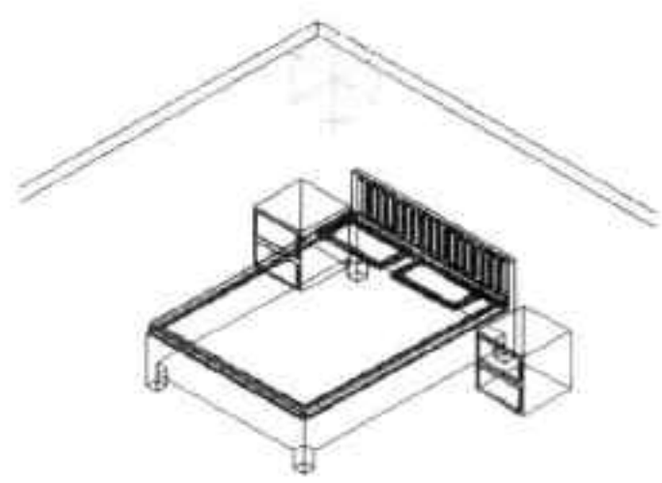

图14-81 指定光源位置
Step28 执行“渲染 > 创建光源 > 点光源”命令，在绘图区域中指定好光源位置，结果如图 14-81 所示。